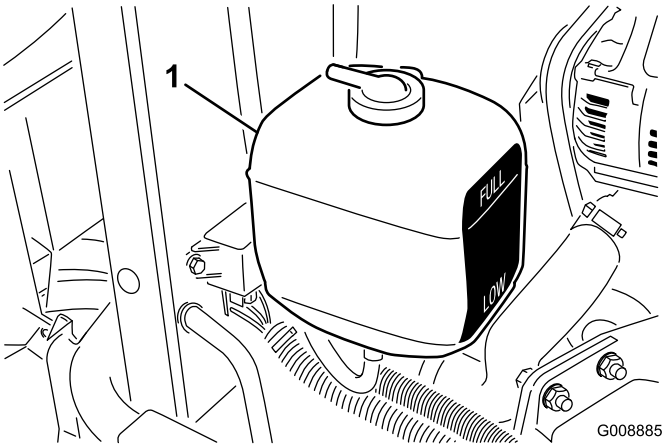

Figur 39
1. Kontroller kjølemiddelnivået i ekspansjonstanken (Figur 39).